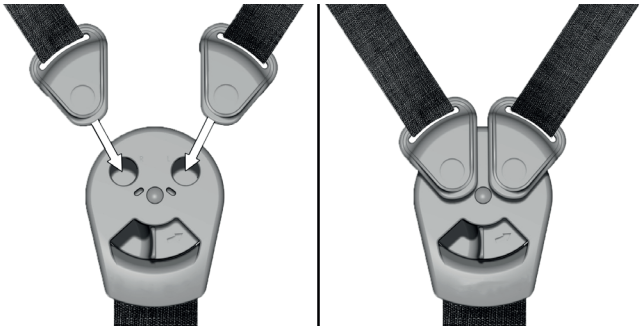

Abbildung 21 : Schließen des Dreipunktgurtes
1. Legen Sie beide Schultergurtschnallen **67** auf die Schnalle **65** (siehe Abbildung 21). Die Magnete in den Schnallen sorgen dafür, dass die Teile an der richtigen Stelle einrasten.